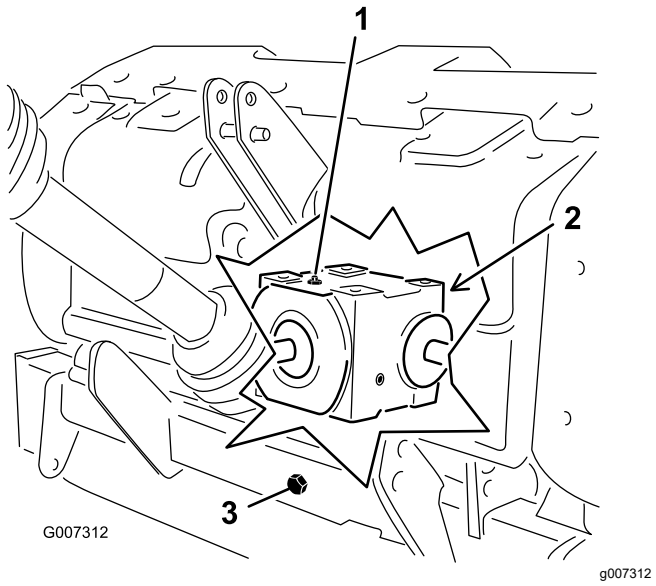

**Figuur 31**
2. Verwijder de controleplug van de tandwielkast (Figuur 31).
3. Controleer of het oliepeil tot aan de onderzijde van de controleplugopening in de tandwielkast staat (Figuur 31).
1. Verwijder vuil van de vulplug en de aftapplug om verontreiniging te voorkomen (Figuur 31).